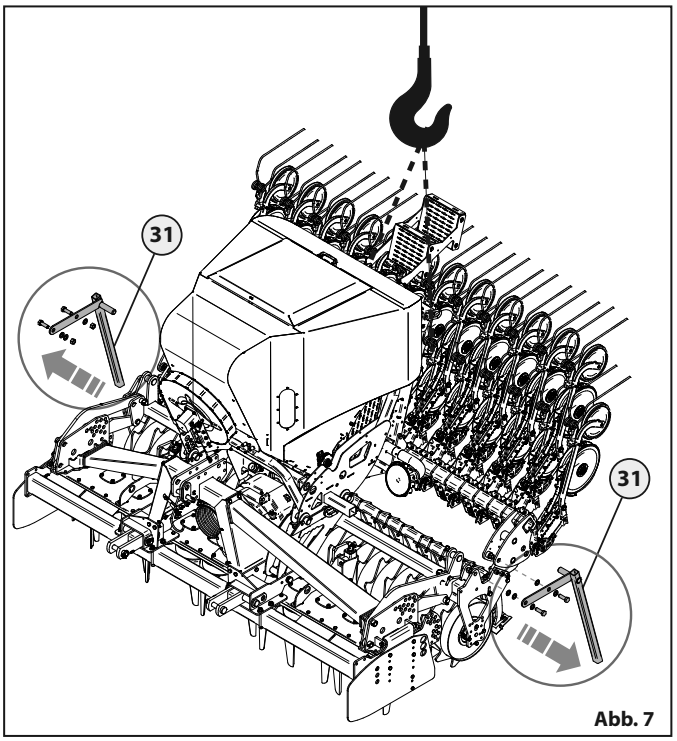

Abb. 7
- Die Abstützungen **31** „Abb. 7“ abmontieren.